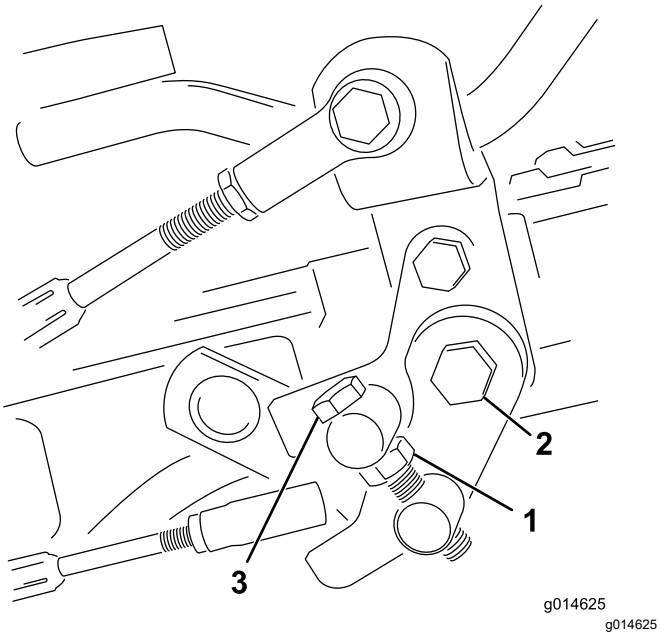

Figura 45
1. Afloje la contratuerca del tornillo de caperuza del muñón (Figura 45).
4. Apriete la contratuerca del perno del muñón y la tuerca de la articulación del pedal para bloquear el ajuste (Figura 45). Compruebe el funcionamiento, y vuelva a ajustar si es necesario.